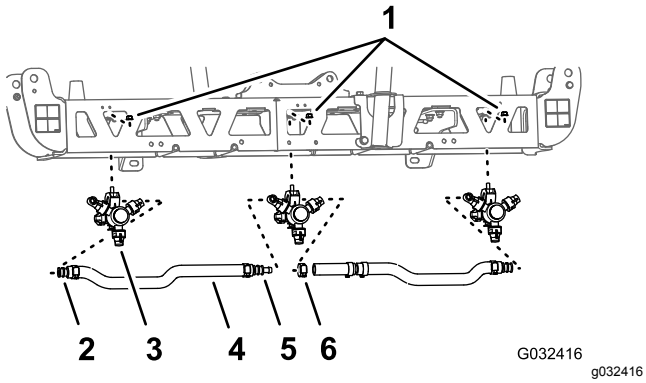
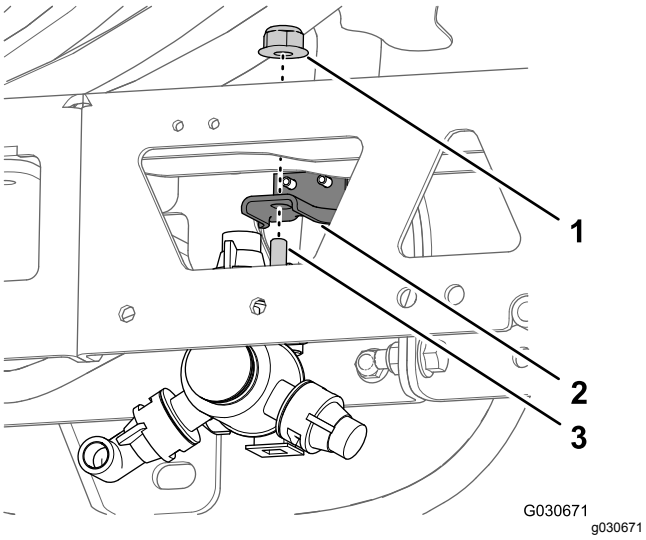

Figur 46
Figur 47
1. Ved midtersprøjtesektionen afmonteres flangelåsemøtrikken, der fastgør sprøjtedysen til dyseholderen (Figur 46 og Figur 47).
3. Afmonter dysen fra midtersprøjtesektionen (Figur 46 og Figur 47).
5. Afmonter slangerne (3/4 tomme indvendig diameter), modhageslangeskafterne, klemmerne og T-stykket med modhage fra midtersprøjtesektionen (Figur 46).